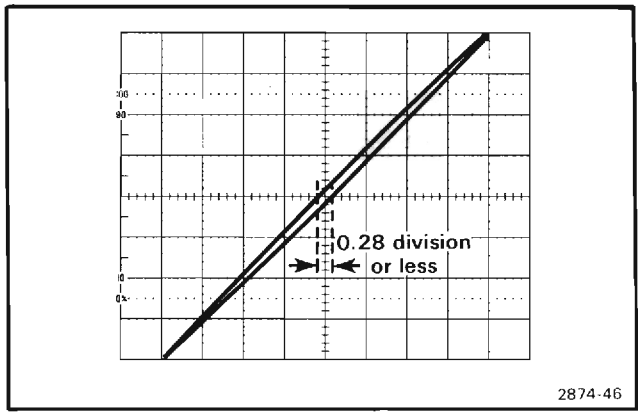

Figure 4-1. Typical display when checking X-Y Phase relationships.
b. **CHECK**—Crt Lissajous display (see Figure 4-1) for a separation of 0.28 division or less (indicates 2 degrees or less phase shift).